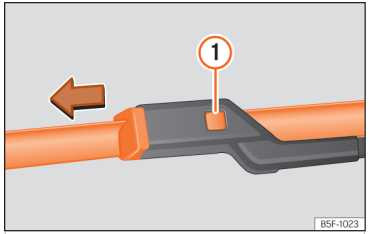

**Fig. 209** Changing the windscreen wiper blades
- Press and hold release button ››› Fig. 209 (1) and pull gently on the wiper blade in the direction of the arrow.